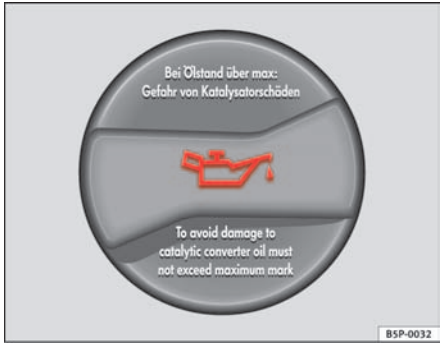

Fig. 161 In the engine compartment: Engine oil filler cap
– Unscrew cap from oil filler opening ⇒ fig. 161.
– As soon as the oil level is in area (B), carefully close the cap.